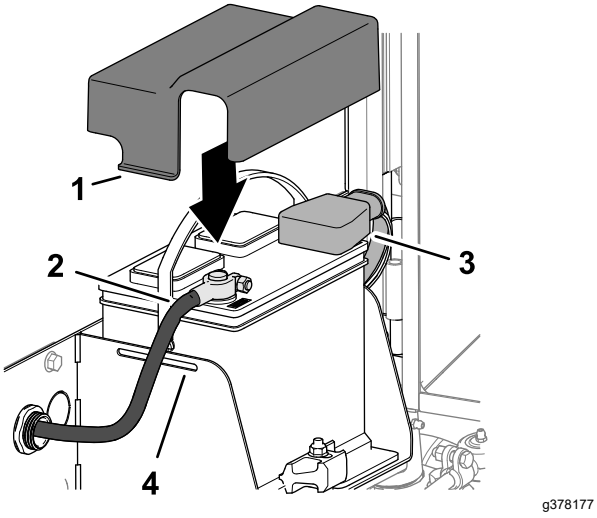

Figuur 97
1. Sluit de pluskabel (rood) aan op de positieve (+) accupool (Figuur 97).